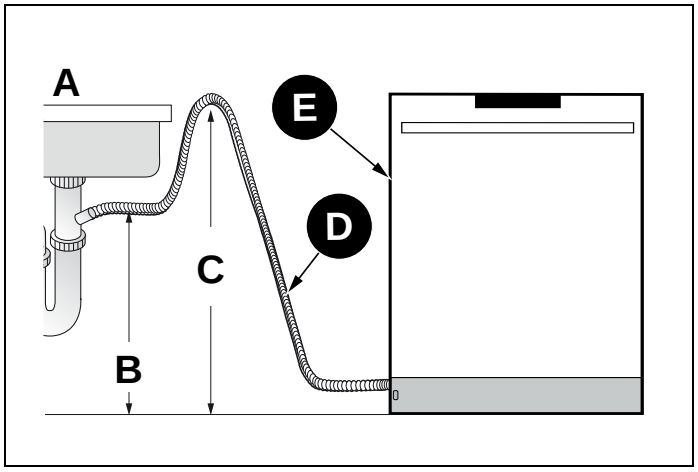

Fig. 18
5) If there is no air gap, make sure to suspend the middle of the drain hose well above the sink cabinet base to prevent back flow (see Fig. 18).